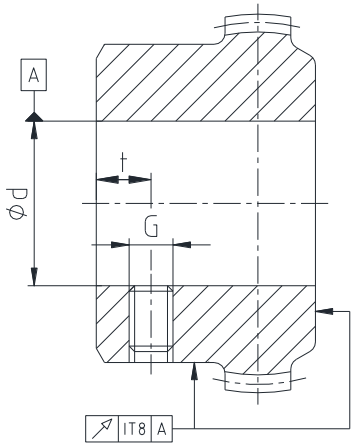

Bild 8: Rund- und Planlaufgenauigkeit
- Bei Herstellung der Nabenbohrung (Stahlnaben) durch den Kunden ist die Rund- bzw. Planlaufgenauigkeit (siehe Bild 8) einzuhalten.